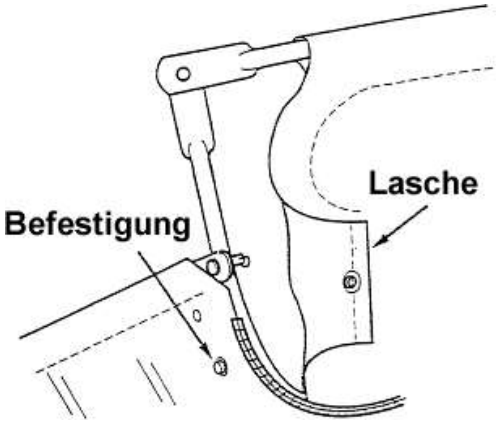

Abbildung 14
- Befestigen Sie alle Taschenecken der unteren Rohre (siehe Abbildung 14).